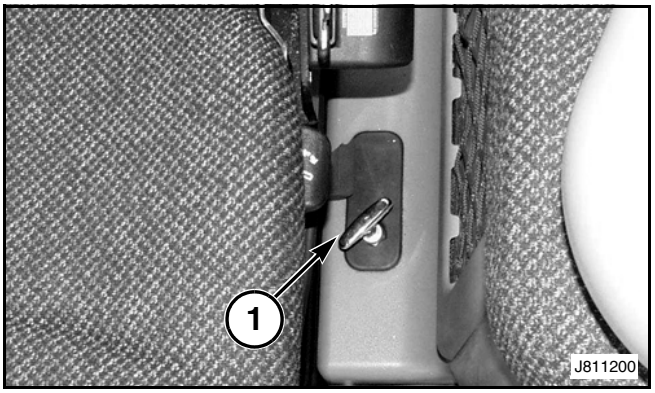

Рис. 28
Рис. 28: Рычаг ручного включения стояночного тормоза (1) расположен с левой стороны от сидения оператора. Используйте этот рычаг только в случае необходимости, при отсутствии электрического питания или при выходе из строя электромагнитного клапана тормозов, о чем свидетельствует сообщение на виртуальном терминале.